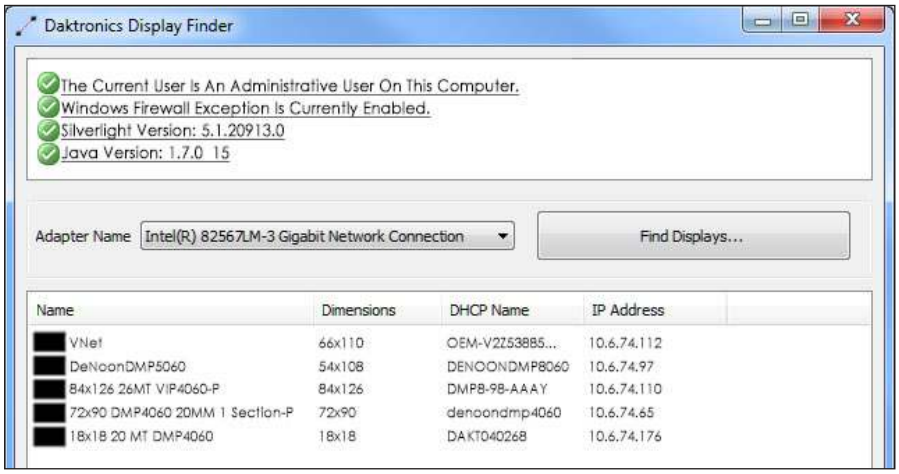

Figure 13: *Daktronics DisplayFind Application*
b. Click **Find Displays** to detect displays. Refer to **Figure 13**.